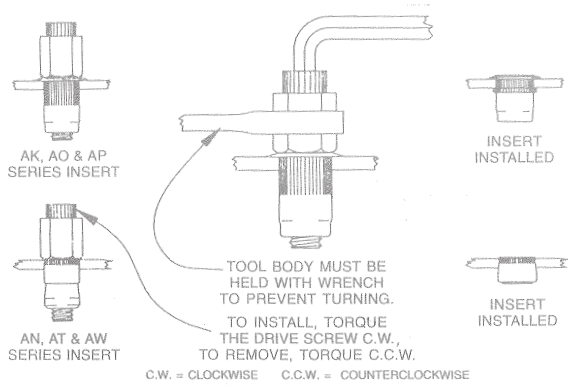

fig. 7
2. Assemble the rivet nut and rivet nut tool together and insert into the 17/32” hole. Review diagram below on how to attach the rivet nut to the vehicle. (fig. 7).